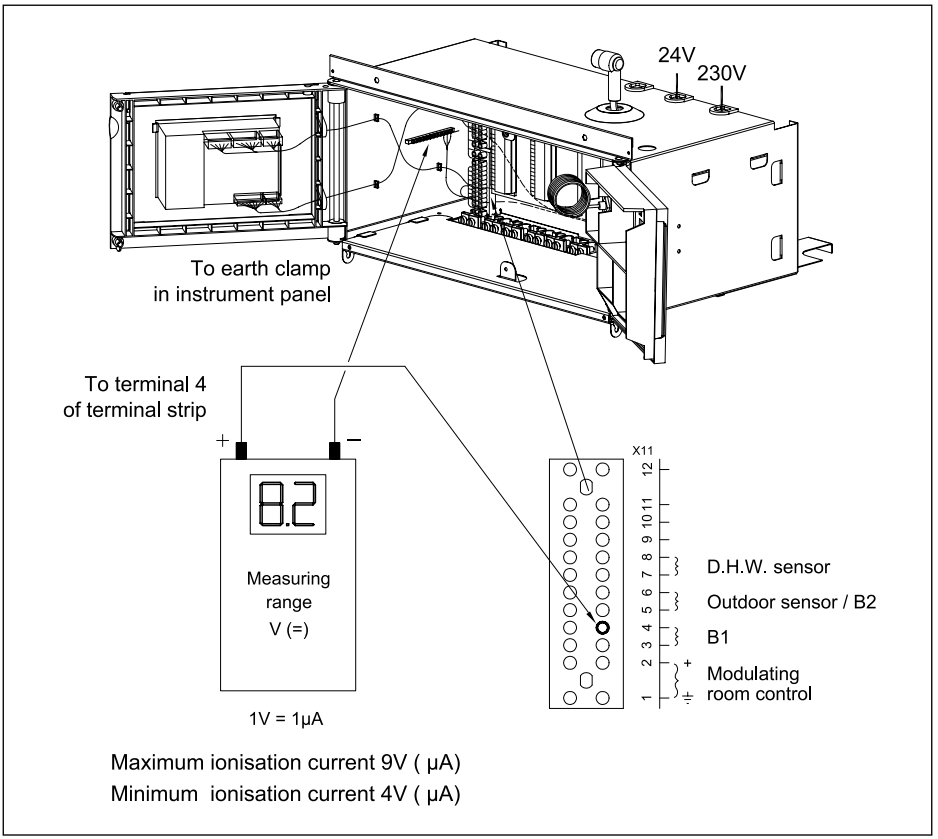

Fig. 22 Ionisation measurement
18.8. Check the ionisation level, measurement in Volts between terminal 4 and earth, minimum 4 μA (1 V dc ≡ 1 μA dc, *see Fig. 22*).